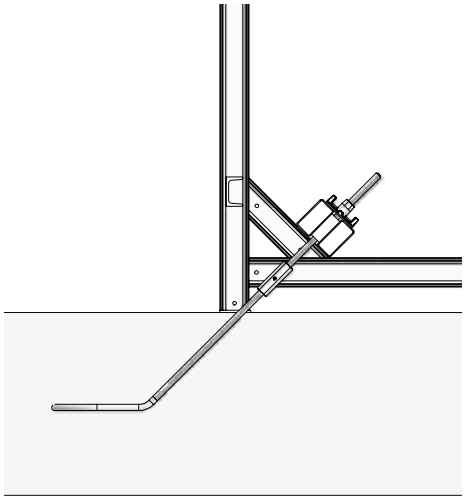

Abb. 10.1
- Mit Verankerungsschlaufe 15 (20) und Querausrichter 44 (Abb. 10.1 und 10.2)